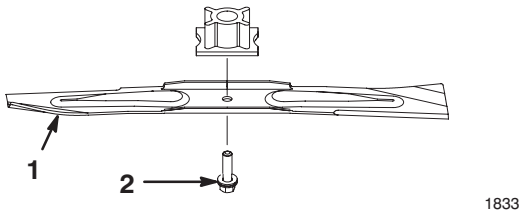

Bild 23
2. Entfernen Sie die Messerschraube und das Messer (Bild 23).